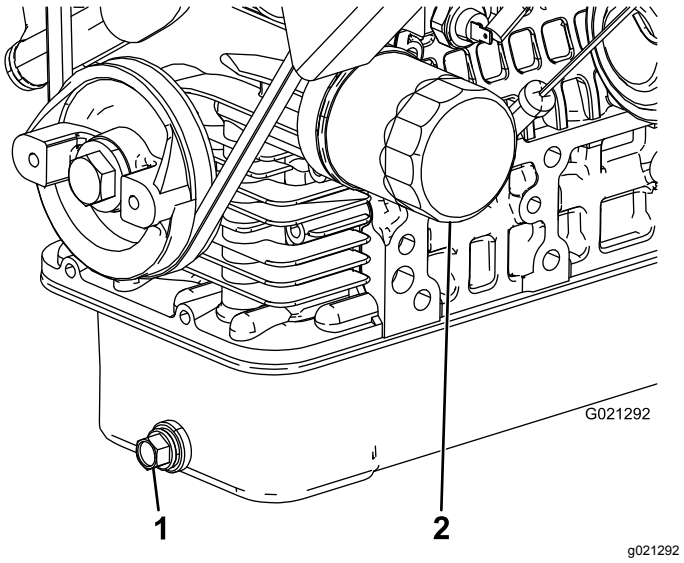

**Figur 37**
2. Fjern aftapningsproppen, og lad olien flyde over i aftapningsbeholderen (Figur 37).
4. Fjern oliefilteret (Figur 37).